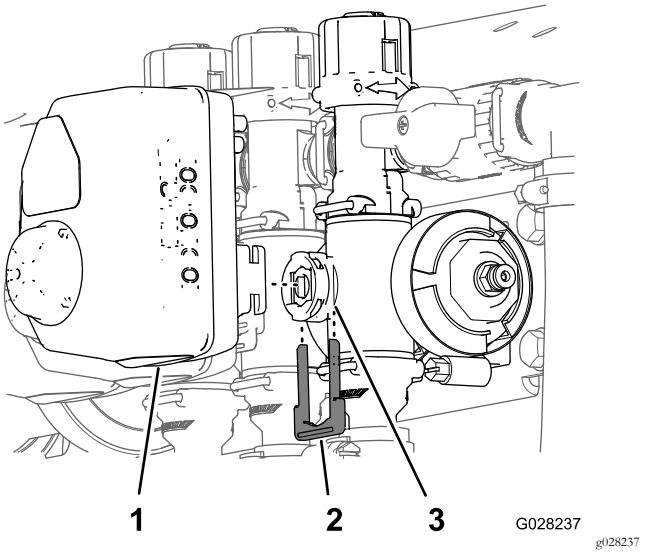

Figuur 133
3. Verwijder de borgclip waarmee de actuator bevestigd is aan de verdelerklep voor de gebruiksdosis, de mengklep, de hoofdklep of de klep van de spuitboom (Figuur 133).